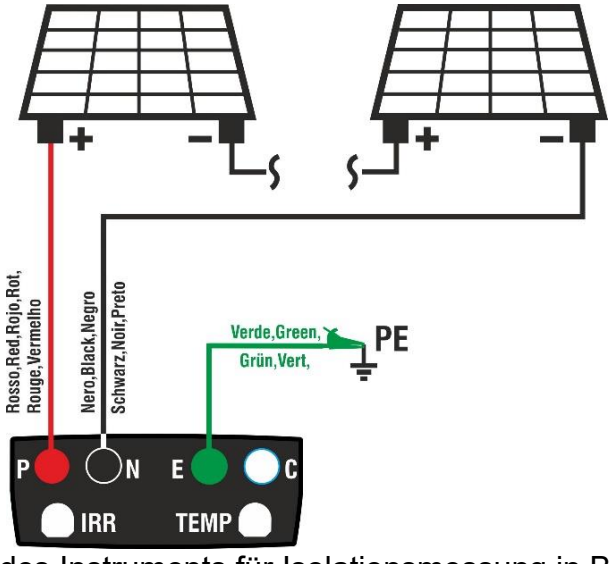

Abb. 7: Verbindung des Instruments für Isolationsmessung in Betriebsmodus DUAL
6. Verbinden Sie das Instrument mit dem zu prüfenden PV-String, wie in der Abb. 7 gezeigt. **Der Test kann auch an mehreren parallel geschalteten Strings durchgeführt werden. Bitte beachten Sie, dass eventuelle, mit den Kabeln des/der Strings verbundenen Überspannungsableiter abgetrennt werden müssen, und dass es empfohlen ist, die Messung vor eventuellen Blockdioden durchzuführen.**